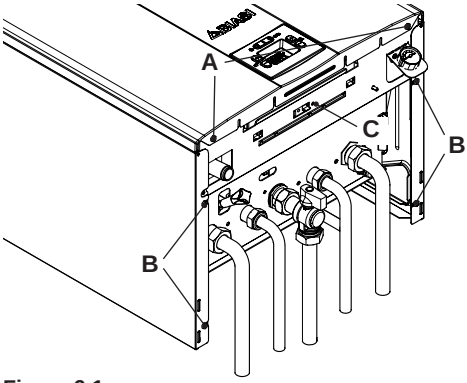
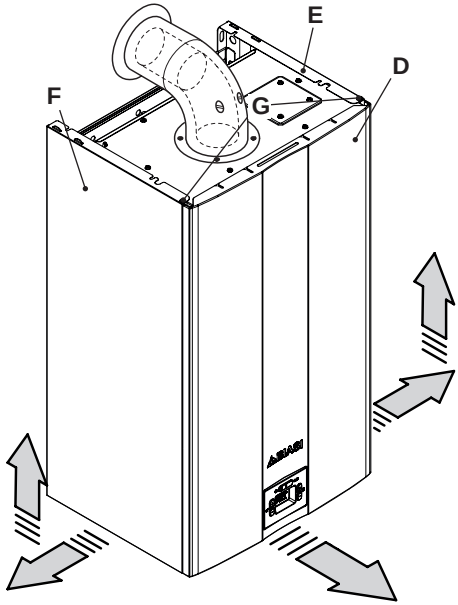

Figura 9.1
Figura 9.2
- Svitare le viti **A** e **G** quindi rimuovere il pannello frontale **D** tirandolo a sé (Figura 9.1 e Figura 9.2).
Allentare la viti **B** in Figura 9.1 e togliere i due pannelli laterali **E** e **F** tirandoli verso l'esterno e quindi spingendoli verso l'alto in modo da liberarli dalle sedi superiori.
- Svitare la vite **C** in (Figura 9.1).